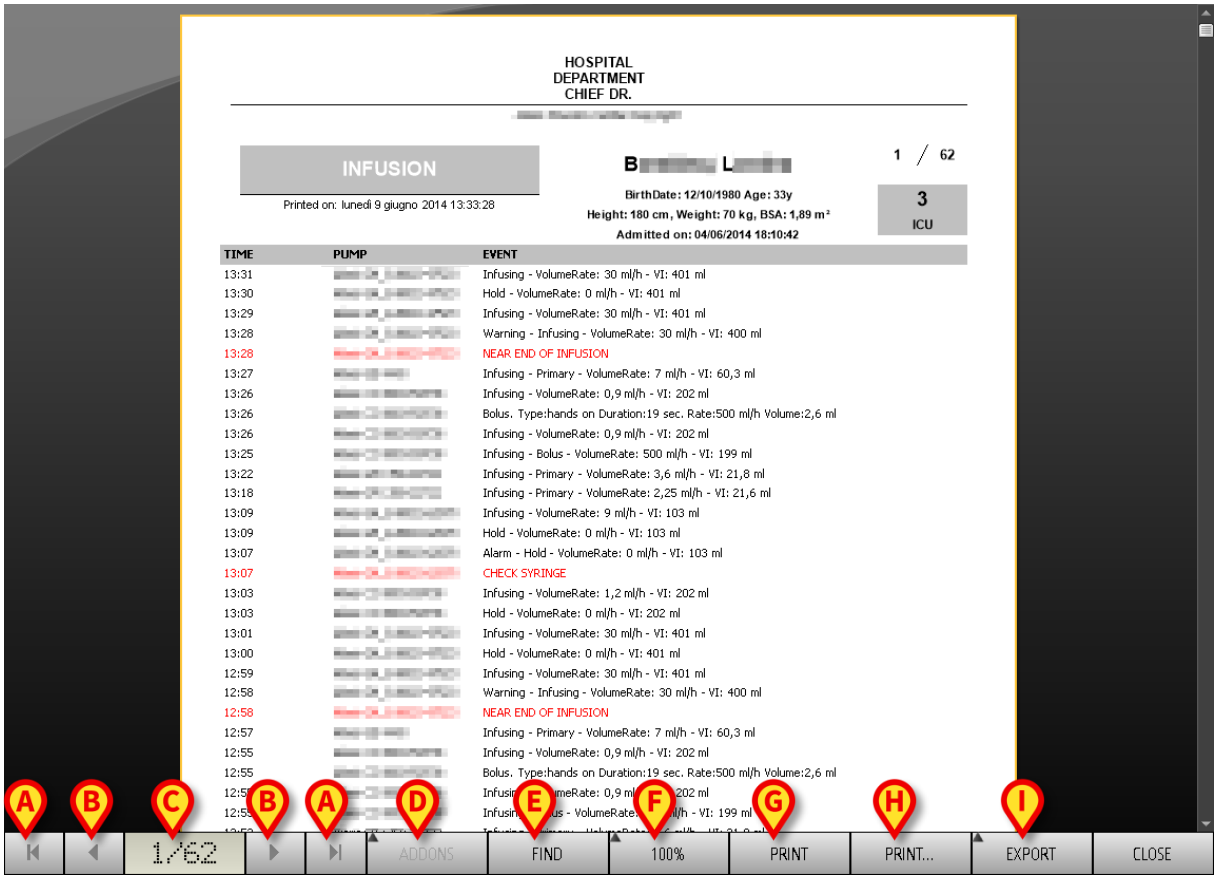
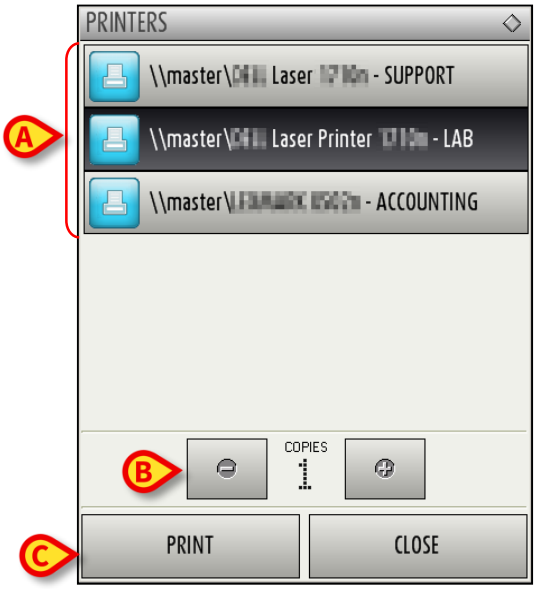

Fig 29
Fig 35
A print preview of the selected document opens (Fig 29).
A - Use the and buttons (Fig 29 **A**) to go to the beginning or the end of the document.
B - Use the and buttons (Fig 29 **B**) to go to the previous or the next page.
C - The display 1/1 (Fig 29 **C**) indicates the current page number.
D - The **Addons** button (Fig 29 **D**) activates the possible additional print management options (in this configuration the "Watermarks" option is available - see paragraph 6.8.2.1 for a description of this option).
E - The **Find** button (Fig 29 **E**) makes it possible to search the displayed document. See paragraph 6.8.2.2 for more instructions.
F – The button indicating the **100%** percentage (Fig 29 **F**) is a zoom, making it possible to change the display mode. See paragraph 6.8.2.3 for more instructions.
G - Use the **Print** button (Fig 29 **G**) to print the report.
H - Use the **Print…** button (Fig 29 **H**) to display the print options window (Fig 35). See paragraph 6.8.2.4 for a description of this window and the related procedures.
I - Use the **Export** button (Fig 29 **I**) to export the document contents to different file extensions. See paragraph 6.8.2.5 for more instructions.
The **Addons** button (Fig 29 **D**) activates the possible additional print management options.
The **Find** button (Fig 29 **E**) makes it possible to search the print report currently displayed.
The **Zoom** button (on which, by default, the **100%** size is displayed - Fig 29 **F**) is a zoom, making it possible to change the display size and mode.
- Click the **Print…** button (Fig 29 **H**) to display the print options window (Fig 35)
- Click the wanted option on the menu to select the printer (Fig 35 **A**).
- Use the (one less copy) and the (one more copy) buttons to specify the number of copies (Fig 35 **B**).
- Click the **Print** button (Fig 35 **C**) to print the report.
The **Export** button (Fig 29 **I**) makes it possible to export the contents of the displayed document to different file extensions. To do that